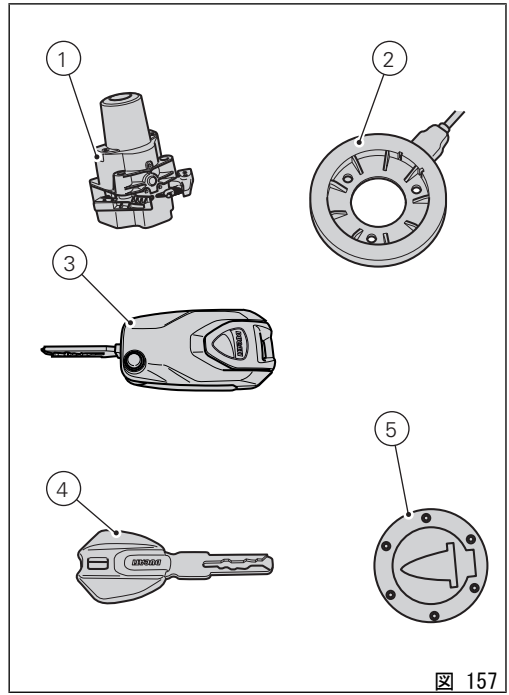
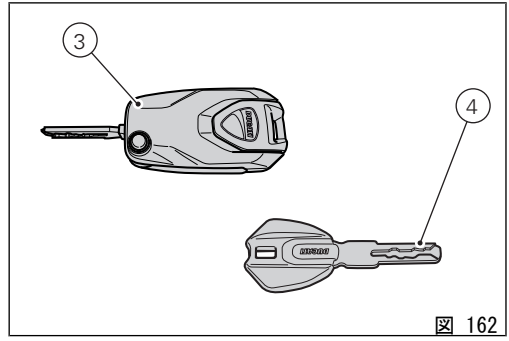

図 157
図 162
Hands Free ブロック (1、 図 157) は燃料タンクの前方部に位置し、作業を行うにはパネル (8) を起こして取り外してください。
Key-ON するには、アクティブキー (3、 図 162) があるときにハンドルバーのボタン (6) を押します。
Key-OFF するには、ハンドルバーのボタン (6) を押します。車速がゼロであればキー (3、 図 162) がなくても Key-OFF が可能です。
Key-ON するには、アクティブキー (3、 図 162) があるときに Hands Free ブロック (1、 図 157) のボタン (7) を押します。
Key-OFF するには Hands Free ブロックのボタン (7) (1、 図 157) を押します。キー (3、 図 162) がなくても Key-OFF が可能です。
Key-ON するには、パッシブキー (4、 図 162) があるときにハンドルバーのグレーのボタン (6) を押します。
Key-OFF するには、ハンドルバーのグレーのボタン (6) を押します。車速がゼロであればキー (4、 図 162) がなくても Key-OFF が可能です。
Key-ON するには、パッシブキー (4、 図 162) があるときに Hands Free ブロックのボタン (7) を押します。
Key-OFF するには Hands Free ブロックのボタン (7) (1、 図 157) を押します。キー (4、 図 162) がなくても Key-OFF が可能です。
アクティブキー（3、 図 162）とパッシブキー（4、 図 162）がないときに Key-ON するには、Hands Free ブロックのボタン（7）（1、 図 157）を押し、ダッシュボードで PIN CODE を入力します。Key-OFF するには、ハンドルバーのボタン（6）をエンジン ON 位置からエンジン OFF 位置に押します。Key-OFF した後、次の Key-ON 時にキーがない場合は PIN CODE を入力します。PIN CODE は車両受取り後にユーザーが入力します。PIN CODE を入力しないとこの機能は有効になりません。Hands Free ボタン（7）を押すと、インストルメントパネルにバックライトが点灯し、円形ディスプレイに 4 桁の PIN CODE 入力画面が表示されます。PIN CODE を正しく入力すると、インストルメントパネルが点灯し、エンジンが始動します。PIN CODE の入力は 120 秒以内に完了してください。それを過ぎると自動的に Key-OFF します。